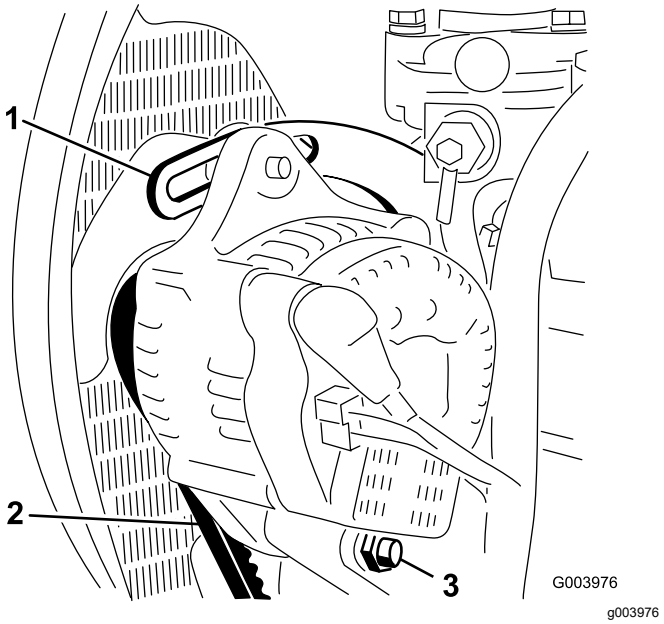

Figur 115
3. Kontrollera generatorremmens spänning genom att trycka ned remmen (Figur 115) mittemellan generatorn och vevaxelskivorna med en kraft på 10 kg.
4. Lossa på bulten som håller fast generatorn på staget och lossa även generatorns axelbult. (Figur 115)